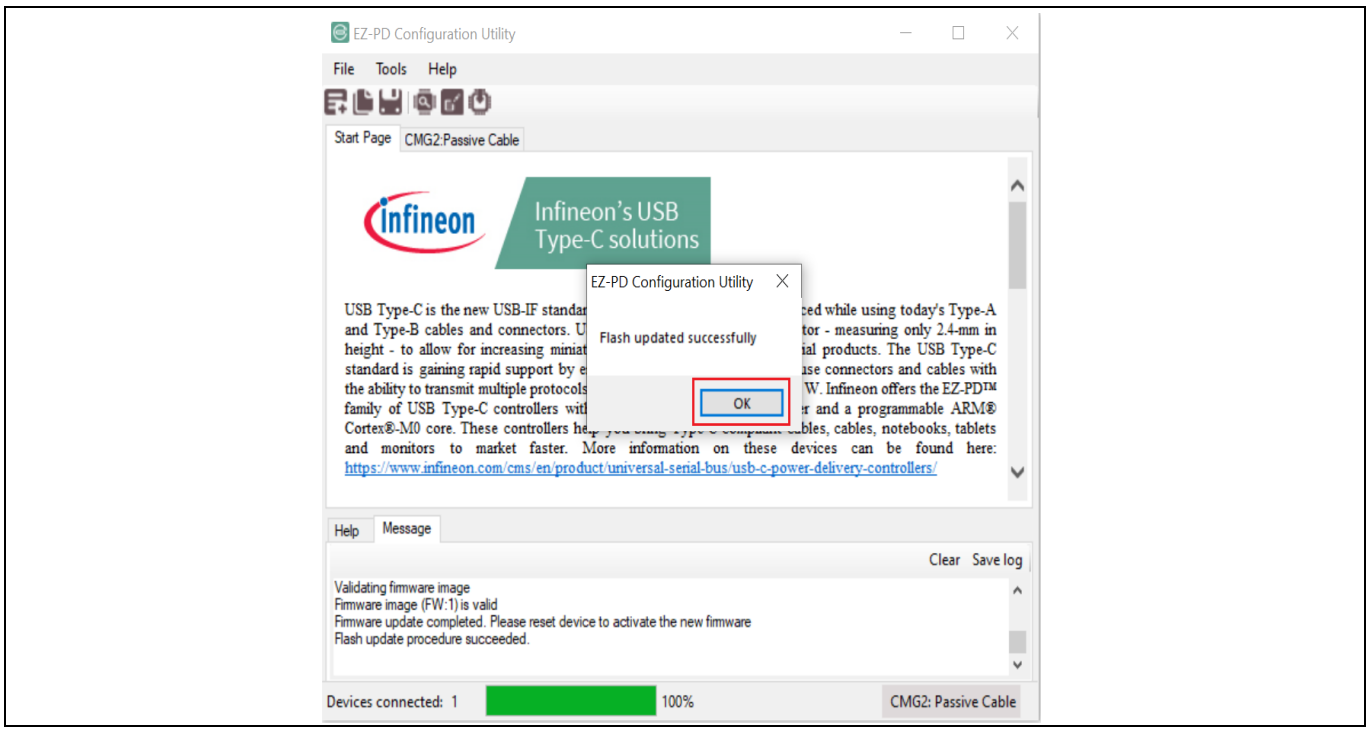

**Figure 13 Completion of firmware update process**
10. If the firmware update process is successful, a window with the message “Flash updated successfully” is displayed as shown in Figure 13. Click **OK**.
8. Once configuring the device is completed, a window with the message “Flash updated successfully” is displayed, as shown in Figure 13. Click **OK**.